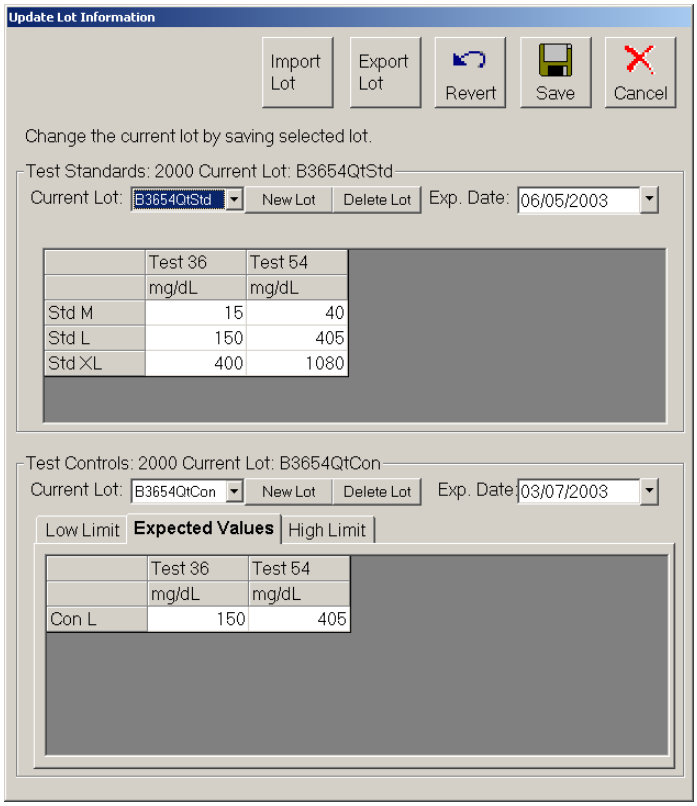

Figure 5-44. Update Lot Information Dialog Box
2. Highlight the template that you want to edit and click **Select**. The **Update Lot Information** dialog box opens. See Figure 5-44.
2. Double-click the template that you want to edit. An **Update Lot Information** dialog box opens. See Figure 5-44.